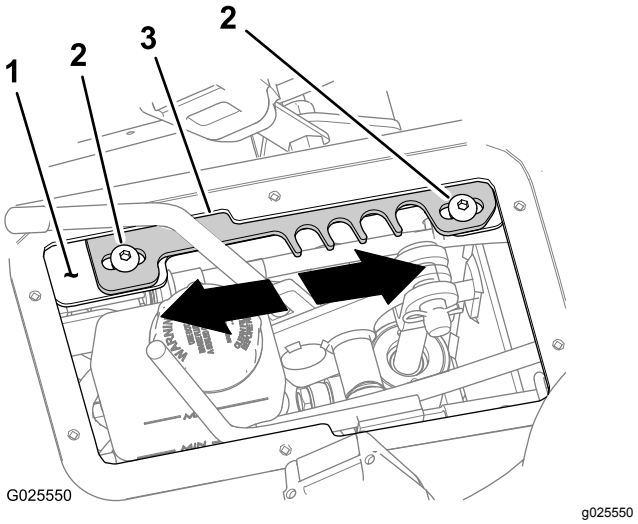

**Figur 62**
4. Flytt hastighetsspaken til **T**-STILLINGEN (transport) (Figur 62).
5. Løsne de to sokkelskruene med sekskanthode (5/16 x ¾ tomme) som fester sperreplaten til spakstøttebraketten (Figur 62).
- Flytt sperreplaten **fremover** for å øke maksimal kjørehastighet (Figur 62).
- Flytt sperreplaten **bakover** for å øke maksimal kjørehastighet (Figur 62).